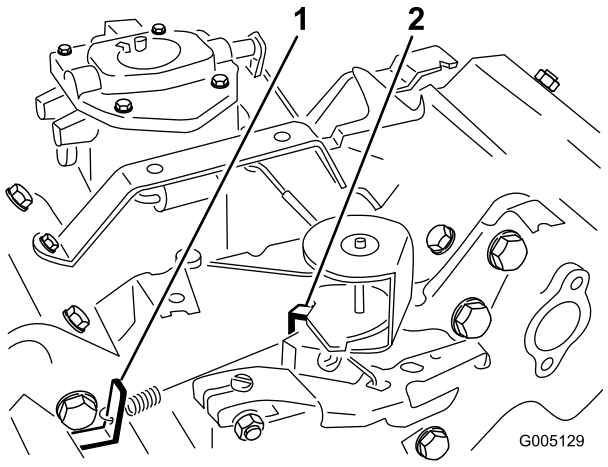

Bild 48
3. Biegen Sie den Anker-Federmitnehmer (Bild 48), um eine Leerlaufgeschwindigkeit von 1650 ± 100 U/min zu erzielen. Prüfen Sie die Motordrehzahl mit einem Drehzahlmesser.
5. Stellen Sie den Gasbedienungshebel auf Schnell". Biegen Sie den Federankermitnehmer in der Vollgaseinstellung (Bild 48), bis Sie eine Vollgasdrehzahl von 2800 ± 50 U/min realisieren.